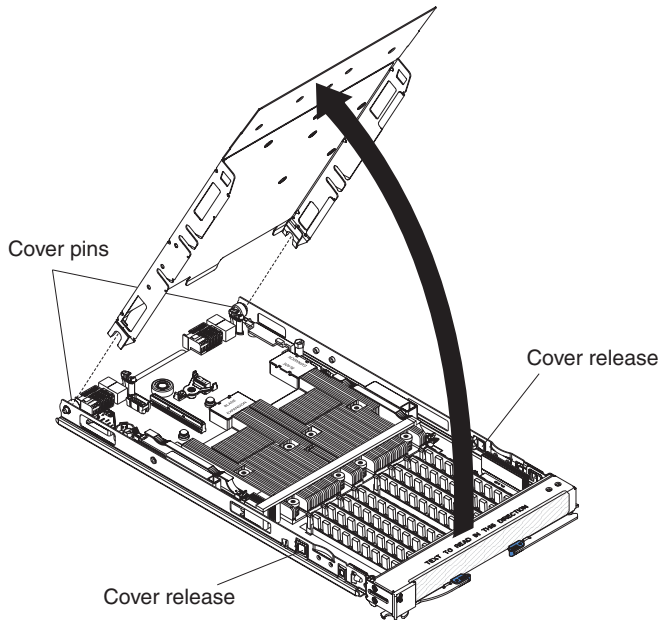

Figure 9. Opening the blade server cover
4. Press the blue blade cover release on each side of the blade server and lift the outer cover open (see Figure 9).
5. If you want to remove the cover, carefully lift it from the cover pins and set it aside (see Figure 9).